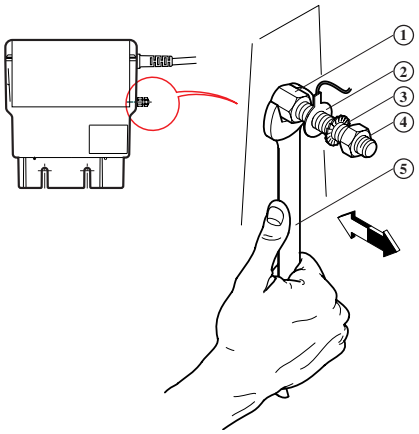

Fig. 5 – Installing / uninstalling the earth cable
- Undo the nut (4) and contact washer (3) from the grounding bolt (1). (Fig. 5)
- Push the cable lug for M4 (2) of the device you wish to earth over the grounding bolt (1).
- Fasten the grounding bolt (1) onto the hexagon using the wrench (5).
- Screw the contact washer (3 and nut (4) onto the thread of the grounding bolt (1).